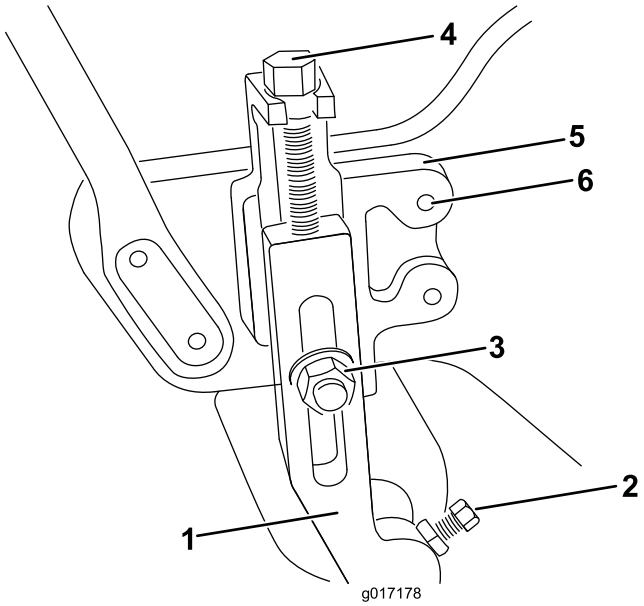

Figur 1
1. Løsne låsemutterne og setteskruene som fester hver ende av frontvalsen til klippehøydearmene (Figur 1).
2. Fjern låseskruene og låsemutterne som fester klippehøydearmene til justeringsbrakettene (Figur 1). Fjern klippehøydearmene og valsen.
3. Kun på Greensmaster 1600, fjern justeringsskruene for klippehøyde, låsemutterne og setteskruene fra klippehøydearmene (Figur 1).
Kun på Greensmaster 800 og 1000, fjern de to koniske skruene som fester høyre og venstre klippehøydebrakett til sideplatene (Figur 1). Monter klippehøydebrakettene til motsatte sider av maskinen med skruene du fjernet tidligere. Bruk de bakre monteringshullsettene i sideplatene.